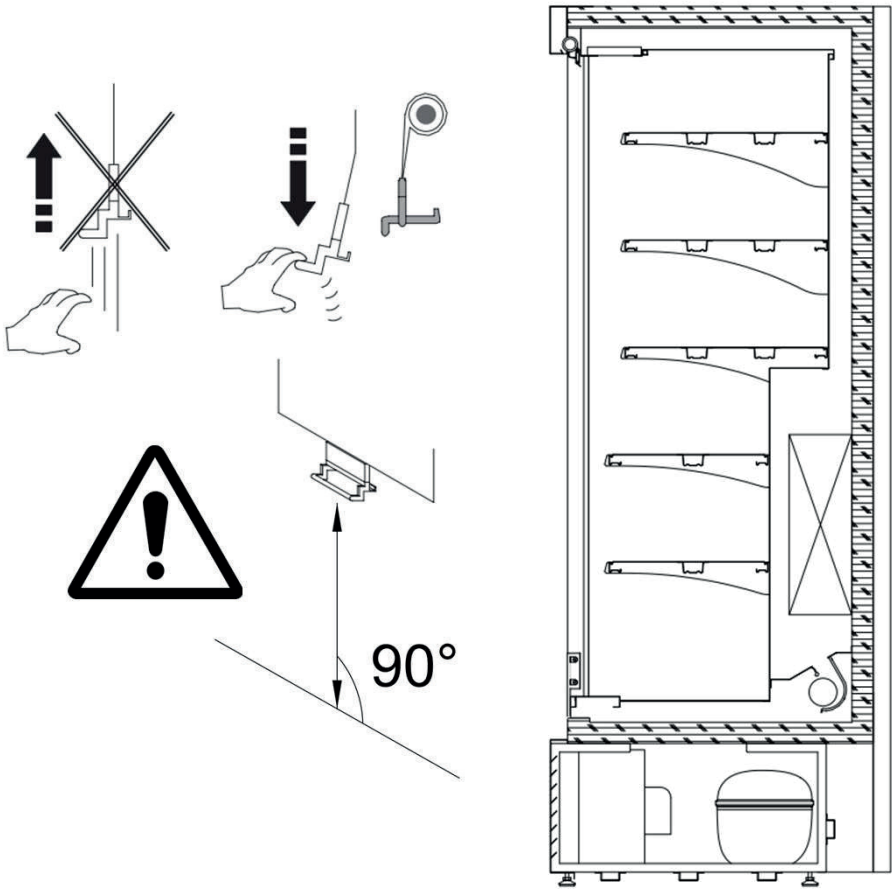

fig. 16
- Open / close the dropdown as shown in Fig. 16.